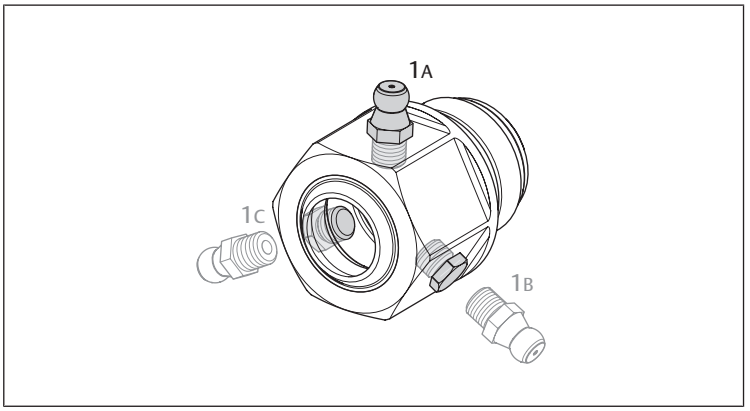

Abb. 5: Mögliche Positionen des Schmiernippels
- Überprüfen Sie die Position des Schmiernippels (siehe → Abb. 5).